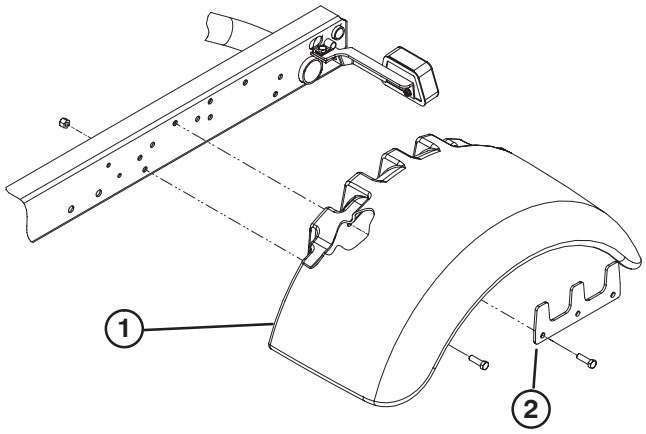

Figure 2
4. Montez, sans serrer, une aile de chaque côté du châssis avec une plaque de support, (5) vis de 3/8 x 1,25" et un contre-écrou, comme illustré à la Figure 2.